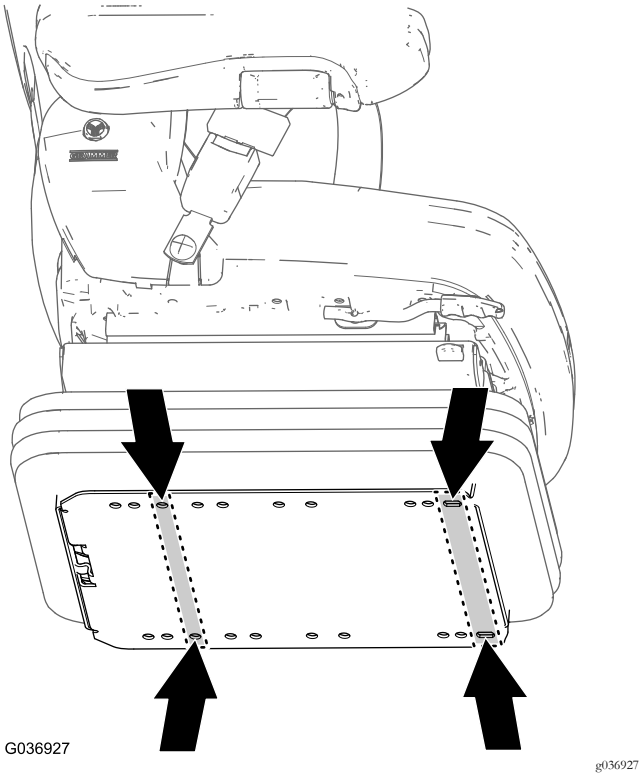

Bild 13
1. Ermitteln Sie an der unteren Platte des neues Sitzes die Sitzbefestigungslöcher für die Maschine (Bild 13).